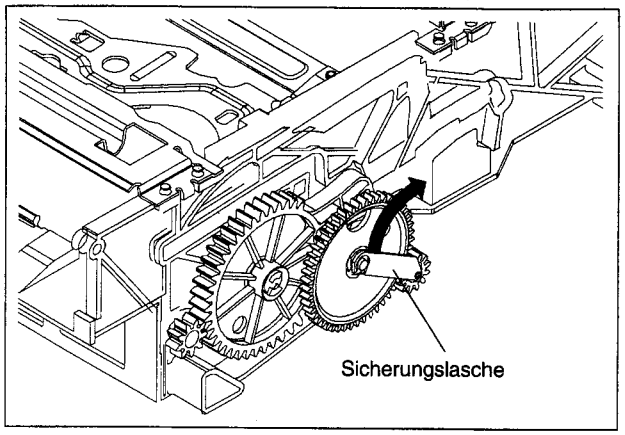

Abb. 1-14
1. Sicherungslasche nach hinten ziehen, um sie zu entriegeln (Abb. 1-14).